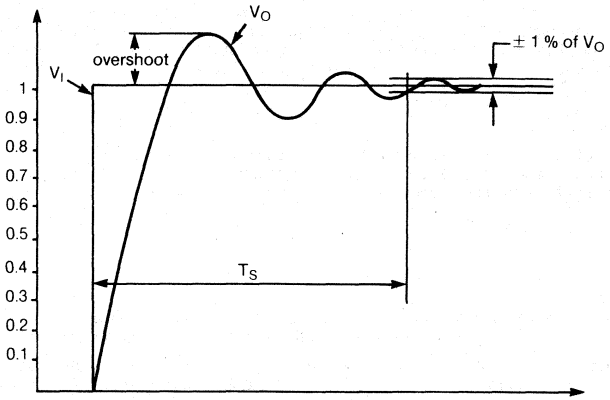

FIGURE2: SETTLING TIME (t_s) OF THE STEP RESPONSE OF A FILTER (V_O) FOR A UNIT STEP (V_I)
The step response of a filter is its response to a HEAVISIDE step (unit step). On figure 2, we can see the concept of filter settling time. In effect, if a signal having a spectrum within the filter passband is applied to the filter, the settling time is equal to the time elapsed between the time the signal was applied at the filter input and the output signal obtained, to within a given percentage of the final value (1%). This settling time is closely related to the width (B) of the filter passband (1/B for a bandpass, 1/2B for a low-pass)